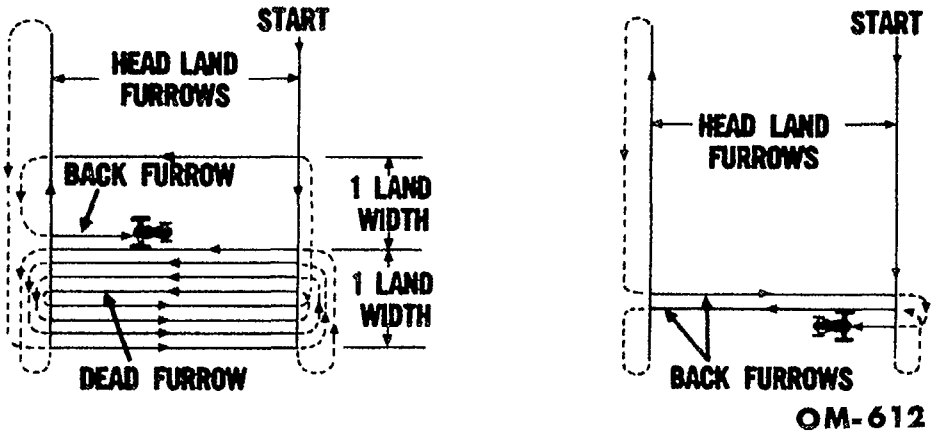

Fig. 81—Two Methods of Opening a Field to be Plowed by Lands
a. Plowing by Lands. Plowing by lands is a method whereby the field is plowed in sections or strips. The following operations are performed when plowing by lands. Fig. 81 shows a procedure for laying out the field.